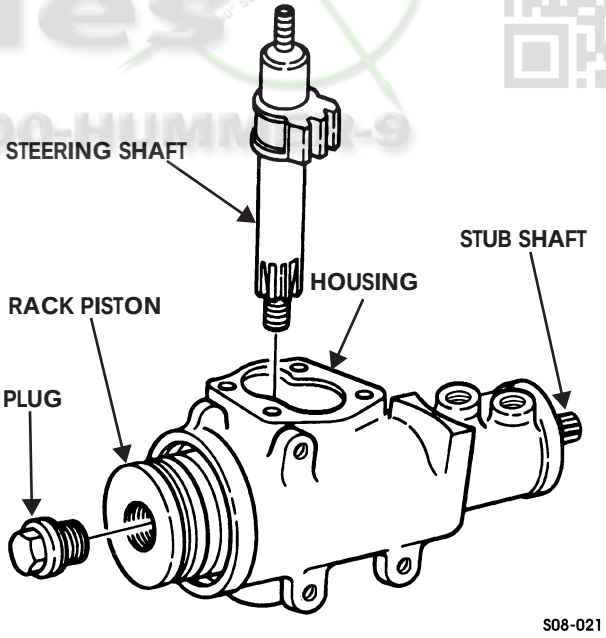

Figure 8-30: Steering Shaft in Steering Gear Housing
9. Remove plug from rack piston (Figure 8-30).